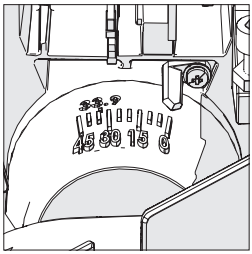

Fig. 23
- Inclinez la tête de coupe vers l'angle requis. Une échelle goniométrique est fournie pour aider à la configuration. **(Fig. 23)**